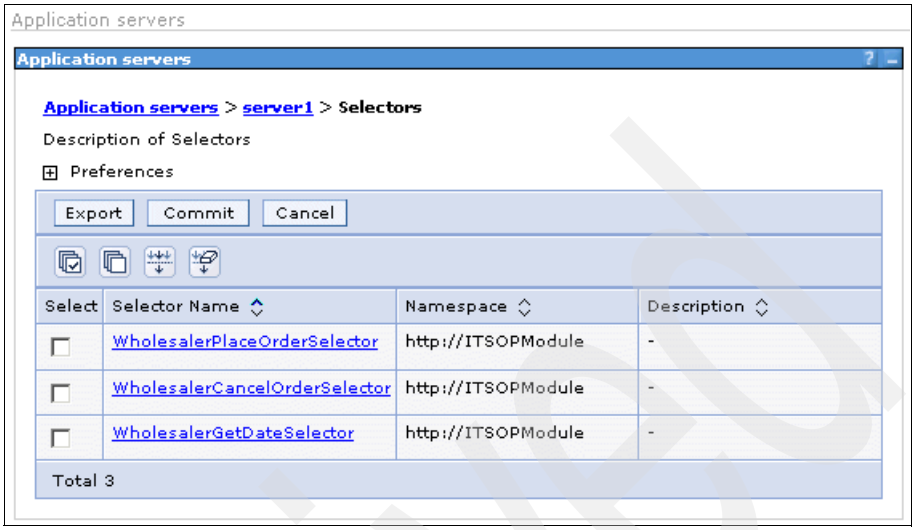

Figure D-12 The server1 Selectors window
d. In the Selectors window (Figure D-12), click **WholesalerGetDateSelector**.